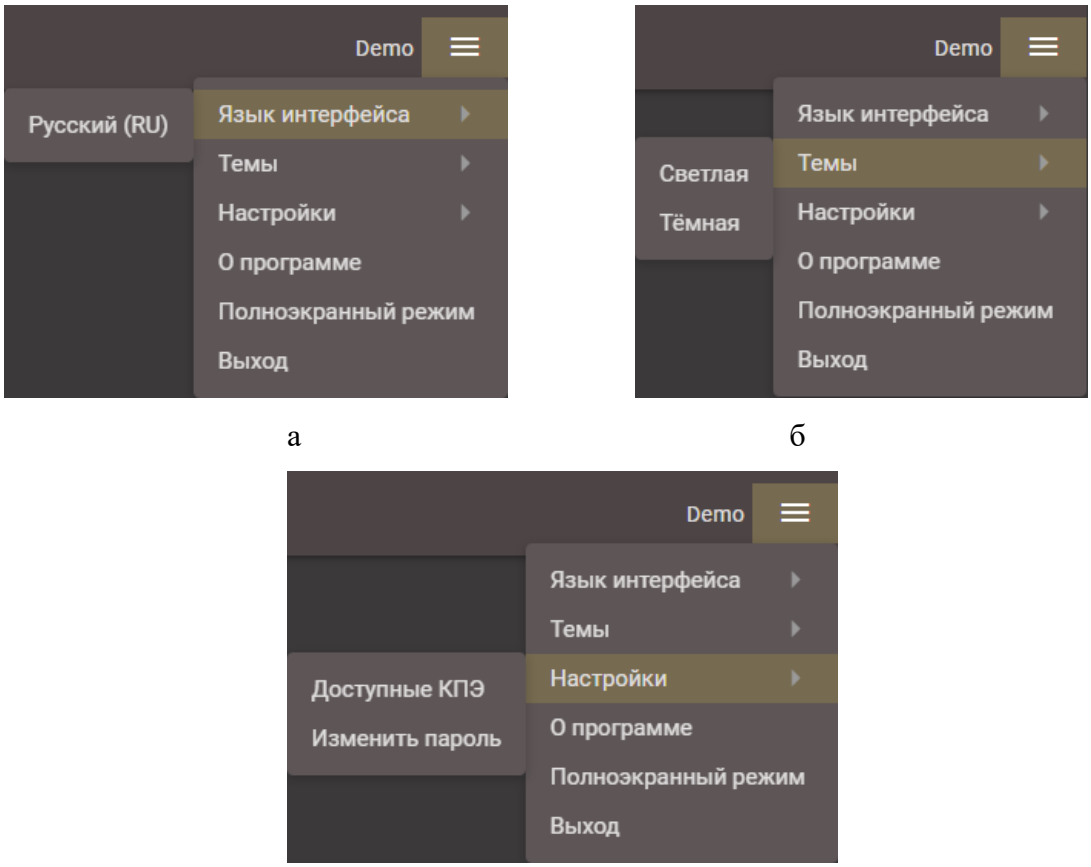

Рис. 2.2
1. Панель ГЛАВНОГО МЕНЮ – содержит кнопки и следующую информацию: название программы, учетную запись пользователя, настройку локализации (рис. 2.2 а) настройку темы (рис. 2.2 б), настройки КПЭ (рис. 2.2 в), информацию о версии программы и кнопку выхода.